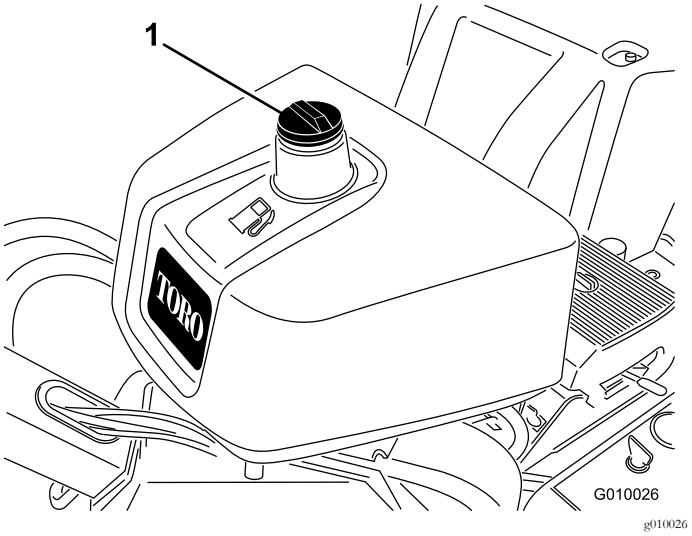

Figur 15
2. Rengør området omkring brændstofdækslet og afmonter det (Figur 15).